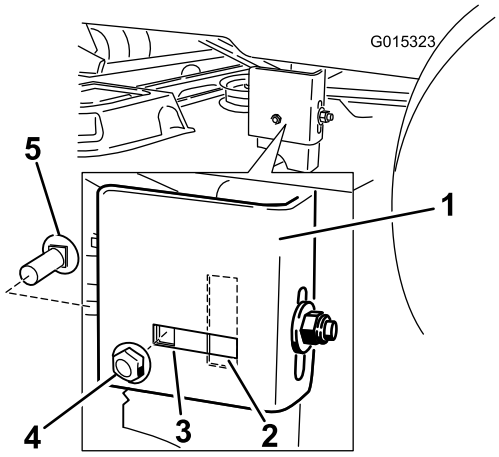

Figur 59
8. Kontroller om sidebræddebolten sidder i den faste eller rillede position (Figur 59).
Bemærk: Hvis sidebræddebolten sidder i den faste position, skal sidebræddebolten og sidelåsemøtrikken fjernes fra den faste position og sættes i den rillede justeringsposition (Figur 59).